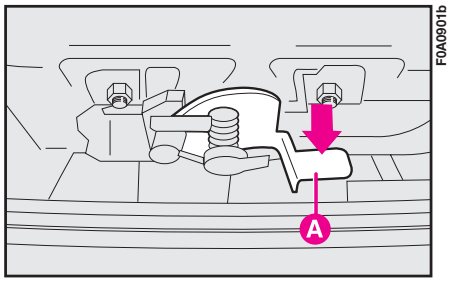

fig. 134
**3)** Press the fastener **A-fig. 134**, as shown in the figure.